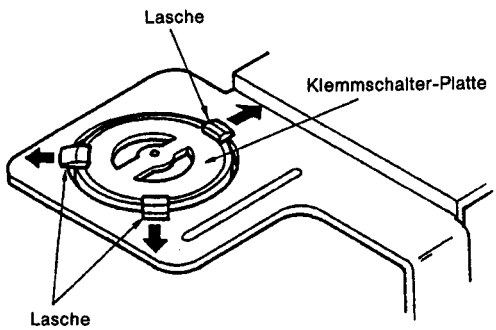

Abb. 6
3. Entfernen des Klemmschalters (Abb. 6)